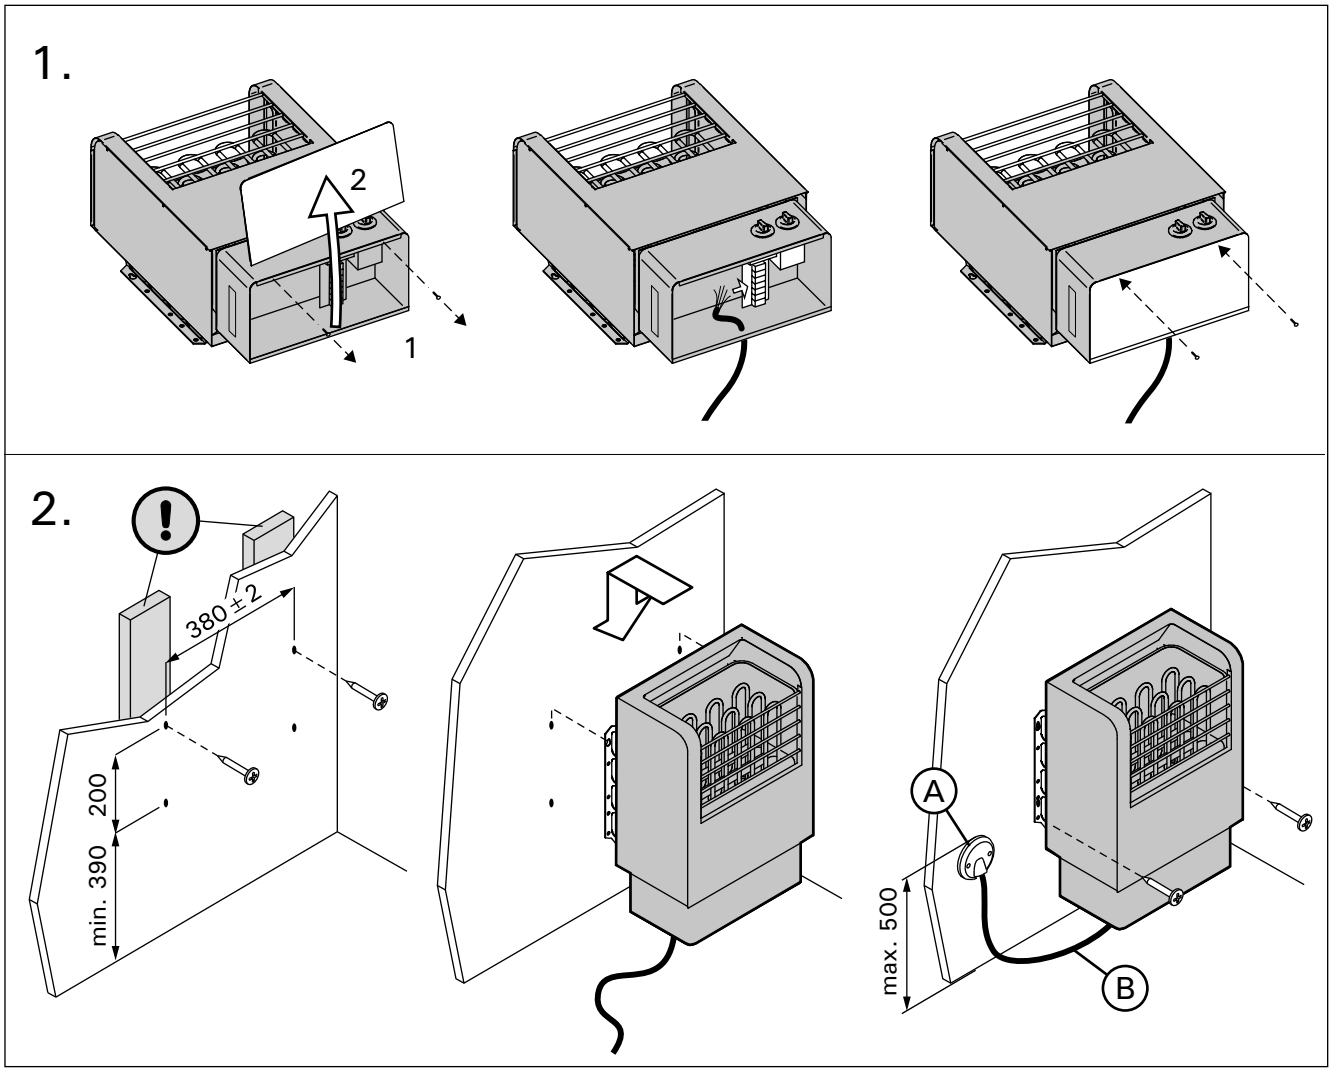

Рисунок 8. Крепление каменки к стене (все размеры приведены в миллиметрах)
См. рис. 8.
- Каменка гибким проводом подсоединяется к соединительной коробке (рис. 8: A) на стене снуны. Соединительная коробка должна быть брызгозащищенной и находиться на расстоянии не выше 500 мм от пола
- В качестве кабеля (рис. 8: B) следует использовать резиновый кабель типа HO7RN-F или подобный. **ВНИМАНИЕ! Использование кабеля с ПВХ-изоляцией запрещено вследствие его разрушения под воздействием тепла.**